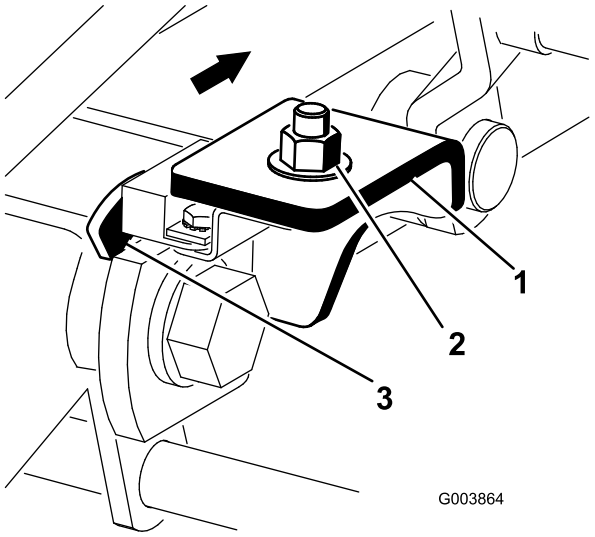

Figur 14
2. Lossa vagnsbultmuttern som fäster lyftarmens brytarfäste på lyftarm nr 4 (vänster fram) (Figur 14).